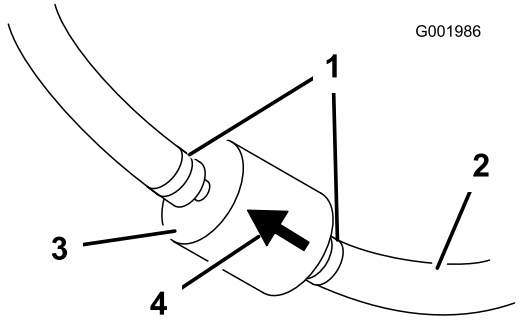

**Rysunek 44**
5. Ściśnij końce obejm przewodu i odsuń je od filtra (Rysunek 44).